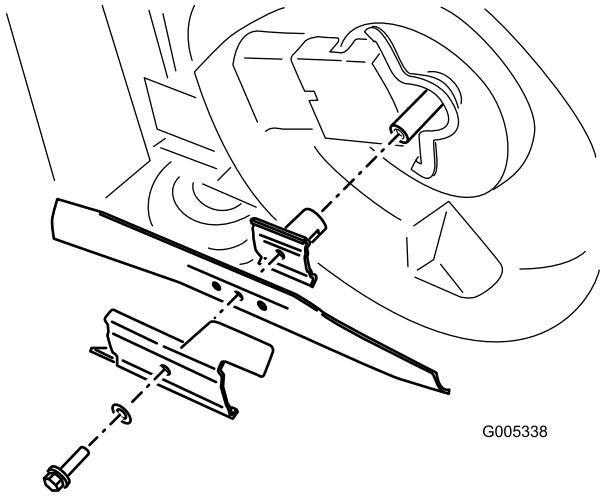

Figura 28
4. Inclinate il tosaerba sul fianco, con il filtro dell'aria in alto (Figura 28).
Afferrate l'estremità della lama con un cencio o un guanto bene imbottito. Togliete il bullone della lama, l'acceleratore e la lama (Figura 28).